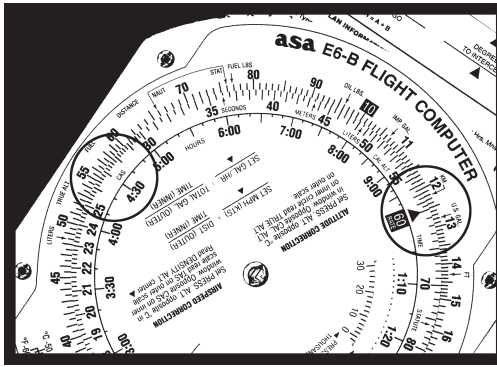

Figure 4
1. Set the rate arrow at 125 on the outer scale. *See* Figure 4.